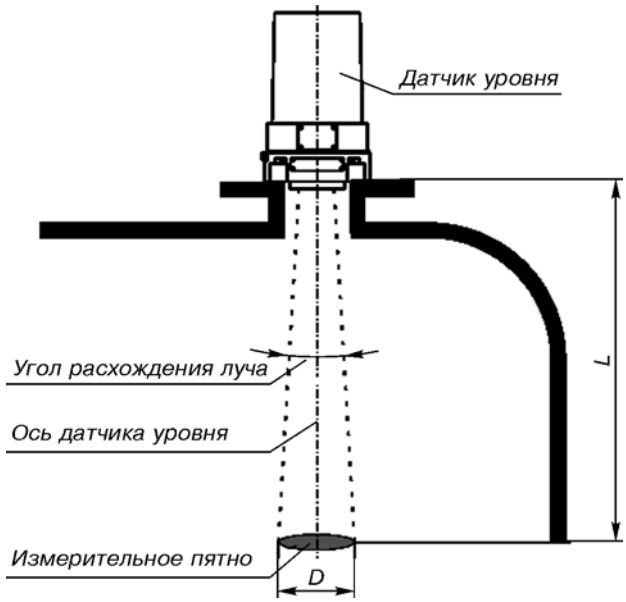

Рис.3.
Важной особенностью радарного уровнемера является сфокусированное направление излучения радиоволн, которое вместе со сверхвысокой частотой радиоволны позволяет минимизировать требования к установке прибора на резервуаре. Такой показатель как диаметр "пятна" контакта особенно важен при наличии в резервуаре дополнительных устройств и оборудования (лестницы, ограждения, лопасти мешалок, обогреватели и т.п.). Угол радиолуча датчика **уровнемеров УЛМ-11 и УЛМ-31** составляет 4°. Это значение необходимо использовать для расчета диаметра"пятна" D луча на любом расстоянии L от антенны датчика и учитывать с целью исключения попадания в зону его действия различных предметов и элементов конструкций резервуара, способных повлиять на максимальную эффективность измерений уровня. Для расчета диаметра "пятна" луча (D) на расстоянии (L) от антенны датчика (см.рис. 3) можно воспользоваться упрощенной формулой: